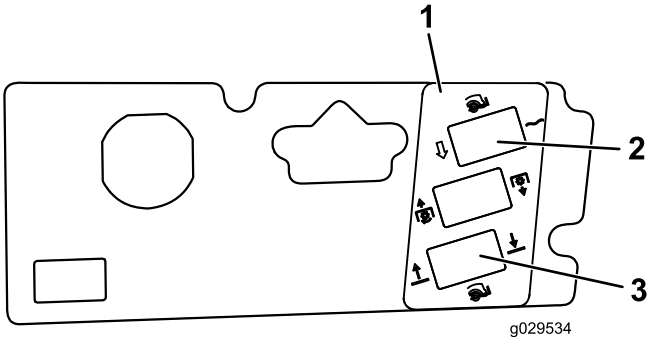

Rysunek 24
8. Oczyść powierzchnię panelu sterowania i przyklej etykiety wokół odsłoniętych otworów (Rysunek 24).
9. Włóż przełączniki do odpowiednich otworów montażowych (Rysunek 24).